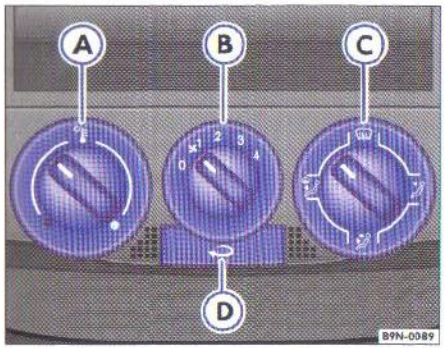

Fig. 49 În tabloul de instrumente: Elementele de comandă ale încălzirii
– De la regulatoarele ⇒ fig. 49 Ⓐ şi Ⓒ şi de la comutatorul Ⓑ se reglează temperatura, distribuţia aerului şi treptele ventilatorului.